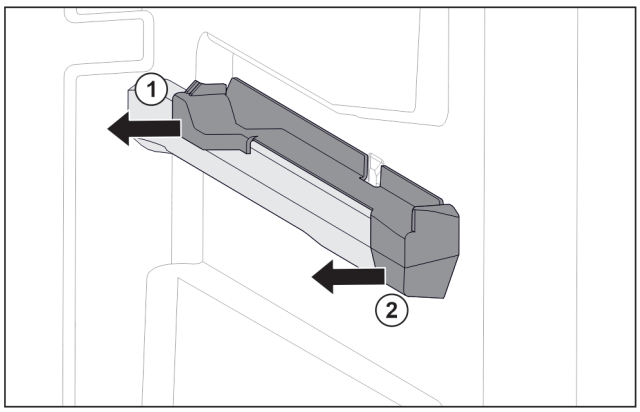

Fig. 140 Piesă de fixare pe nervura din dreapta a recipientului
▶ Scoateți piesa de fixare din spate în lateral. *Fig. 140 (1)*
▶ Scoateți piesa de fixare din față în lateral. *Fig. 140 (2)*